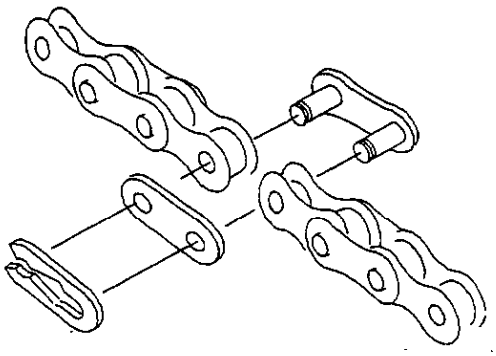

FIGURE 3
- Wrap proper length chain around the sprockets and connect using the master link. See Figure 3.